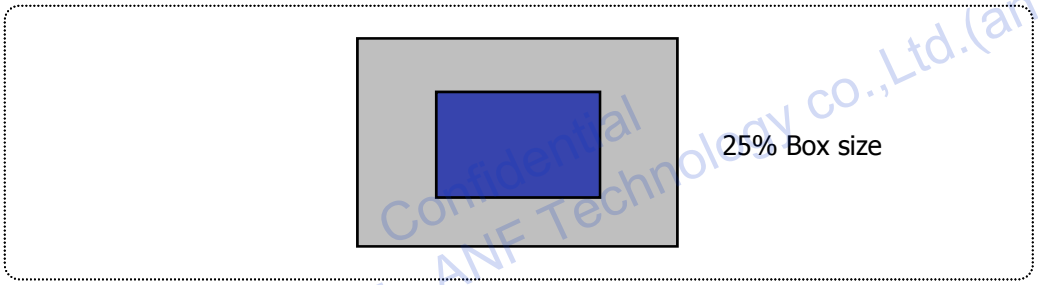

FIG.9 Color Shift Test Pattern
5. Color shift is the angle at which the average color difference for all Macbeth is lower than 0.02. For more information see FIG.9 ***(By EZ Contrast)***